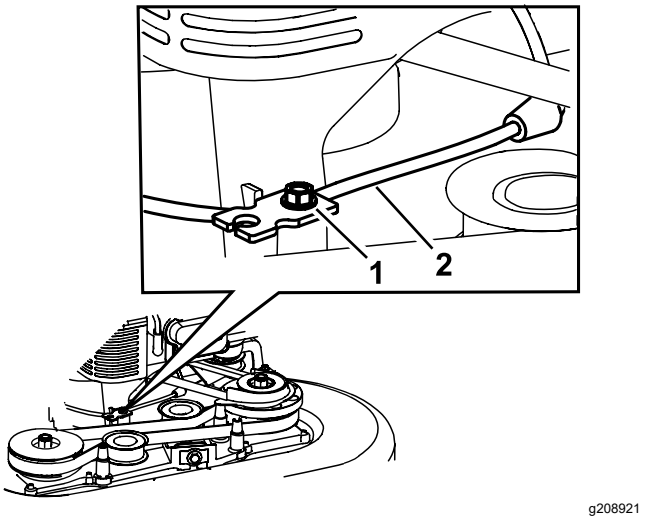

Figura 39
5. Afloje el tornillo de la abrazadera (Figura 39).